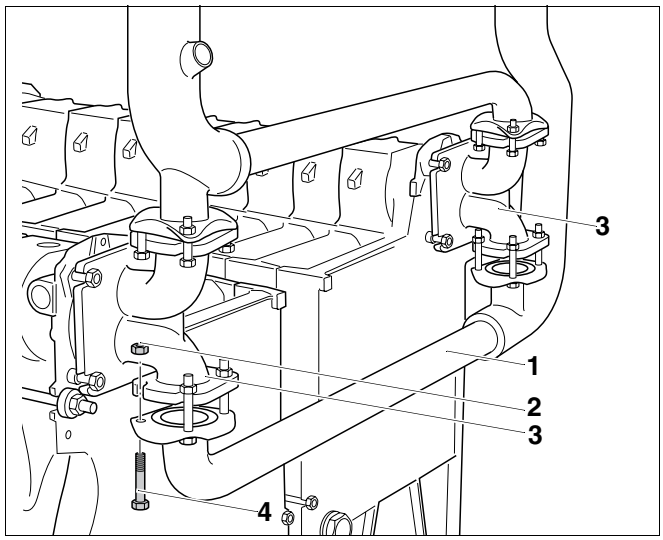

Рис. 30 Установка трубы обратной линии
- Слегка закрепить трубу обратной линии (рис. 30, **поз. 1**) на каждом соединительном элементе (рис. 30, **поз. 3**) по диагонали двумя болтами M12 x 80 (рис. 30, **поз. 4**) и гайками с напрессованными шайбами (рис. 30, **поз. 2**). Болты вставить снизу.